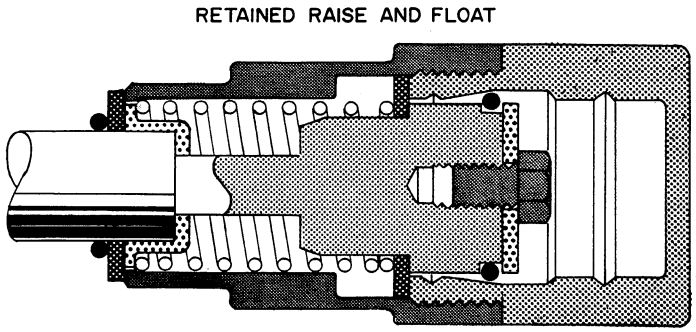

Figure D-9
B. The four position spool and detent mechanism with the Retained Raise, Neutral, Lower and Retained Float features, Figure D-9 is retained in both the Rasie and Float positions. This type of spool is spring centered to return automatically to Neutral from only the Lower position and must be moved manually from either the Raise or Float positions. Refer to Page D-10 for disassembly.